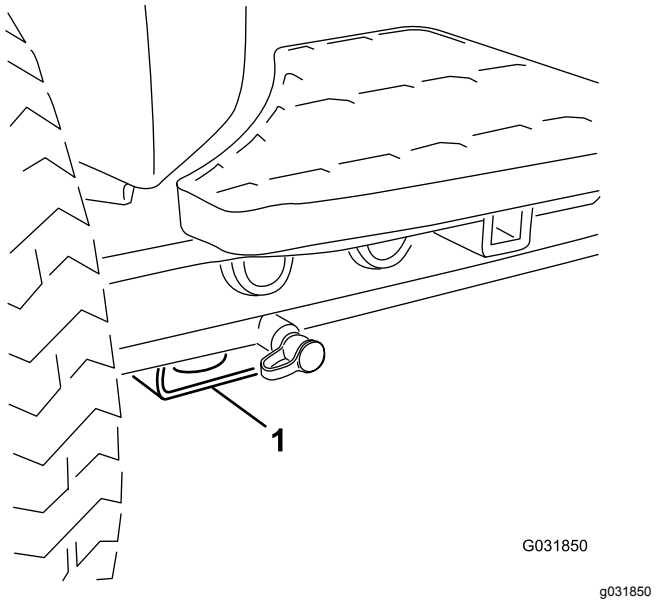

Figur 36
- For – rektangulær plade, under akselrøret, indvendigt i forhold til hvert fordæk (Figur 36).